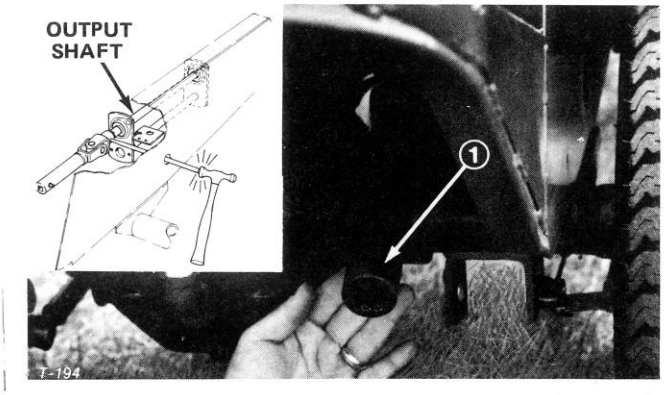

Figure 26
2. Remove five wheel nuts and slide left wheel off axle to expose access hole inside of chassis (Fig. 26).
3. Push PTO lever forward until pulley and brake disengage. Align hole in PTO shaft with hole in chassis (Fig. 26).
4. Through access hole in chassis, drive roll pin out of PTO shaft and output shaft with pin punch and ball peen hammer (Fig. 26).